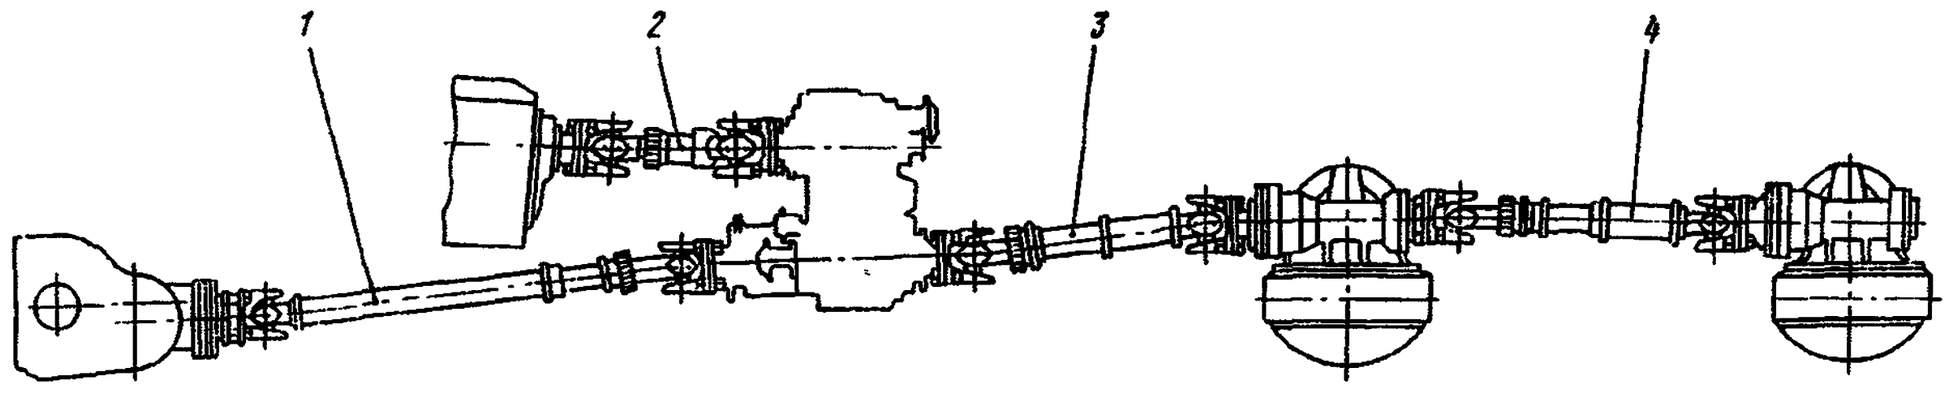

Рис. 47. Передача карданная:
1. Отверните гайки крепления вилки-фланца основного карданного вала *2* (рис. 47) к фланцу ведомого вала коробки передач, снимите шайбы, сдвиньте скользящую вилку карданного вала, опустите передний конец карданного вала, выньте болты из отверстий фланца. Эту операцию должны выполнять два человека	Ключ 24 мм (2 шт.), отвертка, молоток
1. Отверните гайки крепления вилки-фланца карданного вала *1* переднего моста (см. рис. 47) к фланцу вала привода переднего моста раздаточной коробки, снимите шайбы, сдвиньте скользящую вилку карданного вала, опустите задний конец вала и положите его на деревянную подкладку, выньте болты из отверстий фланца. Эту операцию должны выполнять два человека	Ключи 17, 22 мм, отвертка, молоток, деревянная подкладка
1. Отверните гайки крепления вилки-фланца карданного вала *3* (см. рис. 47) промежуточного моста к переднему фланцу ведущего вала промежуточного моста, снимите шайбы, сдвиньте карданный вал, опустите задний конец вала и положите его на деревянную подкладку, выньте болты из отверстий фланца. Эту операцию должны выполнять два человека.	Ключ 17 мм (2 шт.), отвертка, молоток, деревянная подкладка
1. Отверните гайки крепления вилки-фланца карданного вала *4* (см. рис. 47) заднего моста к заднему фланцу ведущего вала промежуточного моста, снимите шайбы, сдвиньте скользящую вилку карданного вала, опустите передний конец вала, выньте болты из отверстий фланца. Эту операцию должны выполнять два человека	Ключи 17, 22 мм, отвертка, молоток